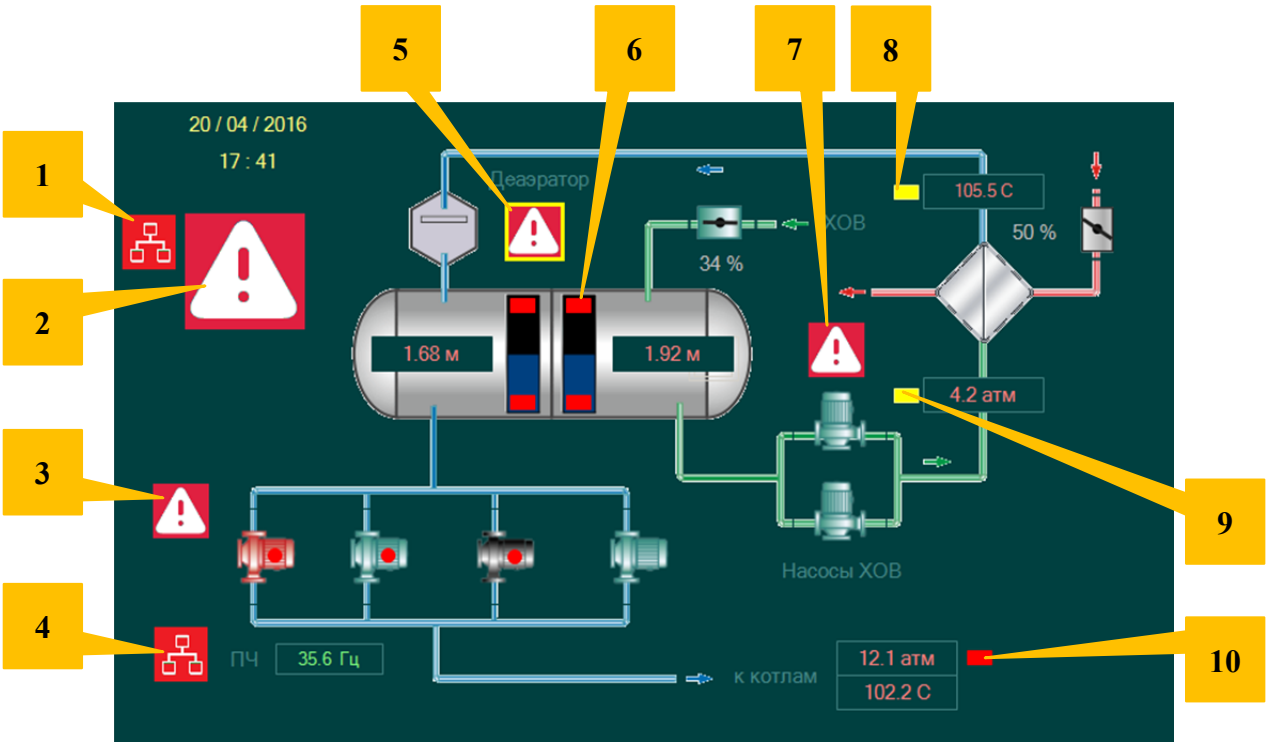

Рисунок 4.3 – Индикаторы
3. Индикаторы аварийной и технологической сигнализаций (рисунок 4.3).